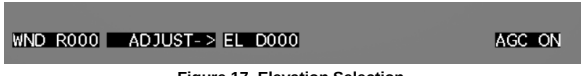

Figure 17. Elevation Selection.
2. Elevation Adjustment – Select Elevation and the Elevation Adjustment screen (Figure 17) will appear. (ADJUST - >) denotes Elevation is selected. User may press or hold LEFT or RIGHT buttons to adjust Elevation. Press and Release of the PWR/MENU button will save changes and take the user back to the Windage and Elevation Selection Screen (Figure 15).